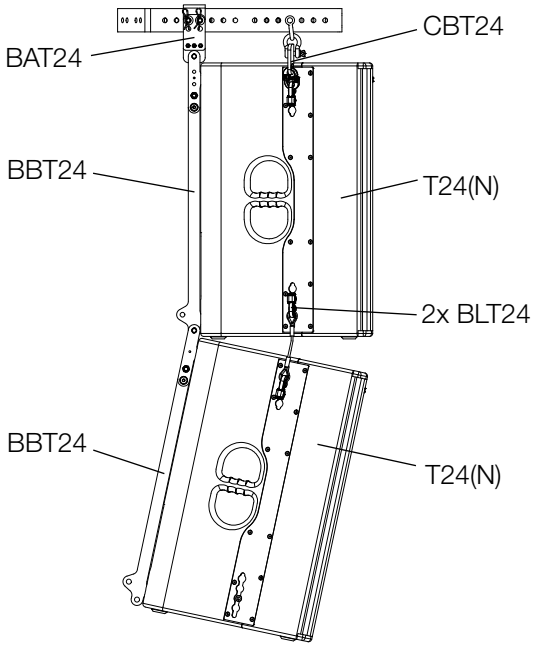

Abbildung 4.12 - Standardvariante
Als Standardvariante hat sich die Variante etabliert in der zwei T24(N) Lautsprecher mit zwei BBT24 Tragelementen, einer CBT24 Aufhängeschiene sowie einem BAT24 Adapter verwendet werden. (Siehe Abbildung 4.12)